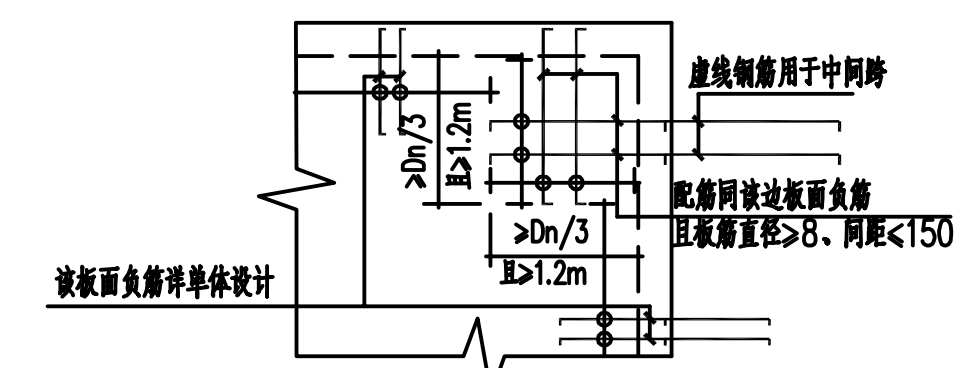

图2 板角板面加强筋
11. 跨度≥3.6m(双向板为短跨)的楼、屋面板四角均应按图2要求配置板角板面加强筋，图中Dn为板短跨净跨度，当为多跨板时，Dn取相邻板中较大的短跨净跨度。边梁板面支座负筋应锚入边梁内≥La，板底钢筋锚入边梁不应小于10d。